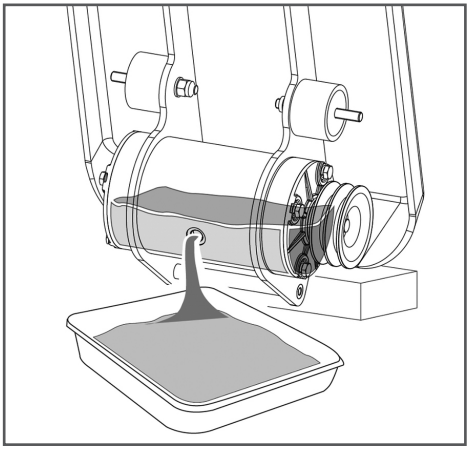

Рис. 34 Слив масла из вибратора
5. Вдвоем с помощником наклоните рабочую плиту в сторону вибратора и слейте масло из вибратора в подготовленную для этого емкость (Рис. 34).